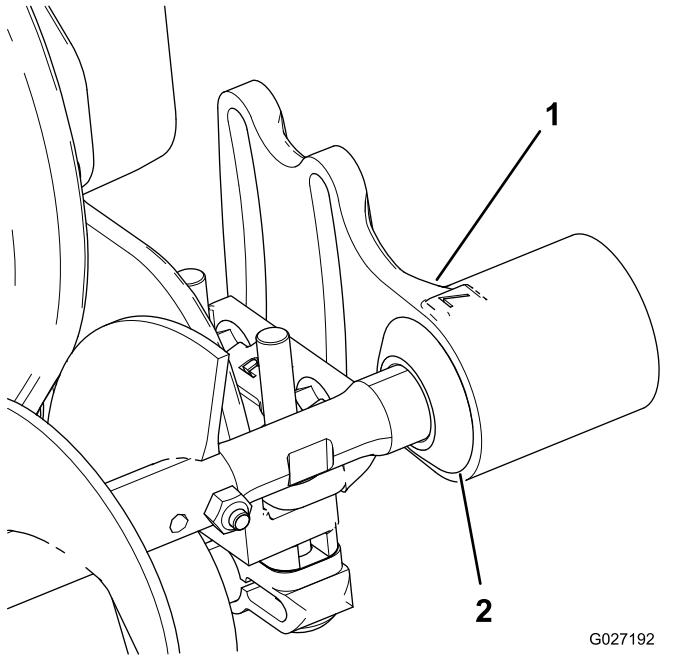

Figuur 11
1. Schuif de afdichting naar buiten tot de lipafdichtingen de lagerbehuizingen licht raken (Figuur 11).